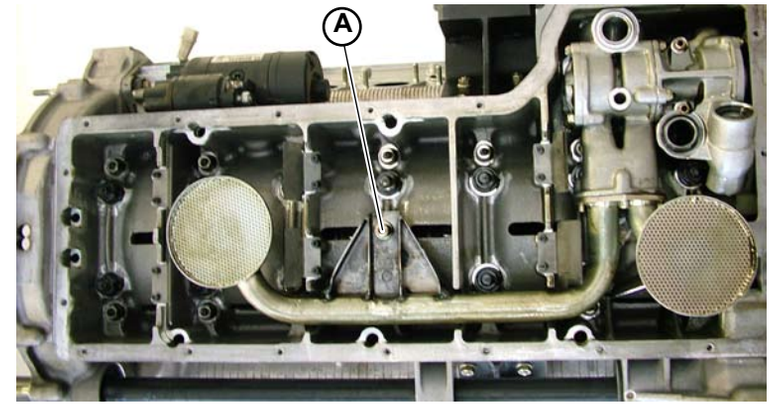

Fig.2
2. Unscrew the oil draft pipe mounting screw (**A-Fig.2**) to the lower part of the crankcase.